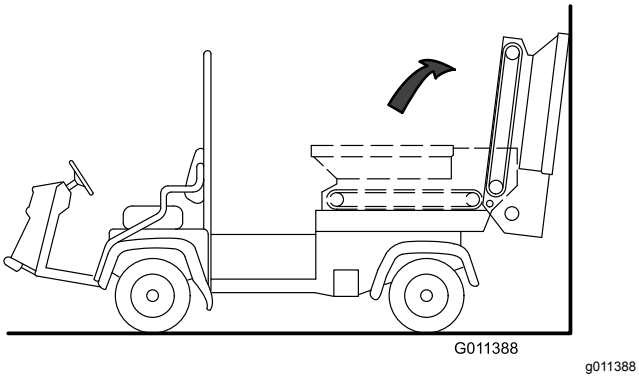

**Figur 33**
5. Vipp beholderen bakover, og len den mot en vegg, stige eller lignende. Ikke la beholderen hvile mot maskinens bakside, da dette kan skade børsten eller hydraulikkoblingene (Figur 33).
***Viktig:*** **Påse at beholderen er vippet forbi midten og/eller festet til en vegg eller stolpe for å forhindre at den faller ned på arbeidsområdet (Figur 33).**